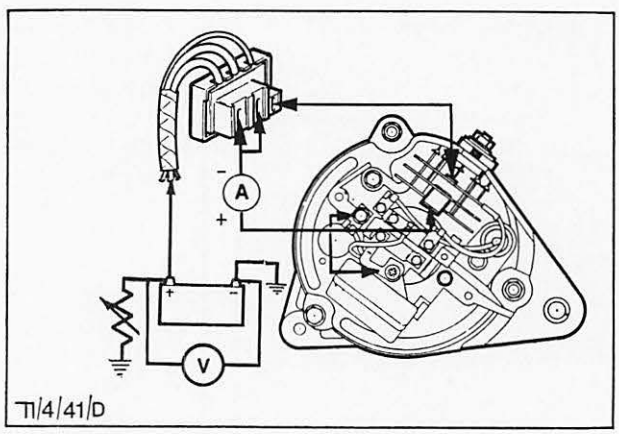

Abb. 36 Stromabgabe der Drehstromlichtmaschine prüfen
6. Testkabel und Amperemeter wie in Abb. 36 gezeigt anschließen, um die Stromabgabe der Lichtmaschine zu prüfen.